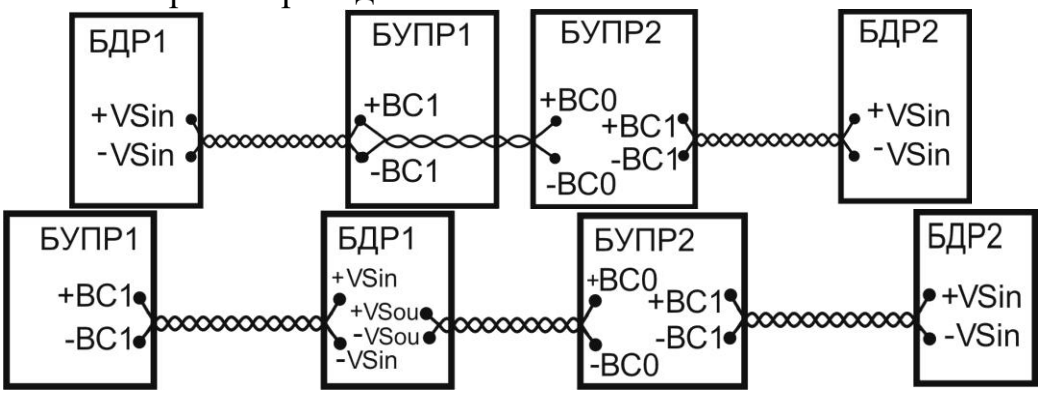

Рис.6.10
6.3.6.5 При сильной засветке посторонними радиопередающими устройствами в дежурном режиме (о чем свидетельствует частые ложные тревоги), имеется возможность включения режима внешней синхронизации. При этом активный выход +ВС1 (БУПР1) синхронизации БПРД1 ведущего извещателя подключается к входу (+ВС0) внешней синхронизации БУПР2 ведомого извещателя, независимо от того, где находится синхронизируемый БУПР2 вблизи смежного БПРД1 или БУПР1 (см. рис. 6.10), т. е. на любом конце активного провода (+ВС1) синхронизации. Подключение должно также проводиться витой парой с проводом –Uп.